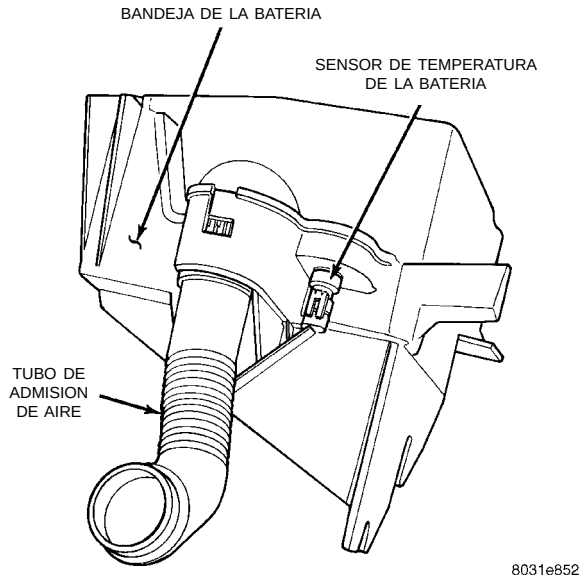

Fig. 52 Conectores del sensor de temperatura de la batería
(25) Inspeccione la conexión del sensor de temperatura de la batería (Fig. 52).